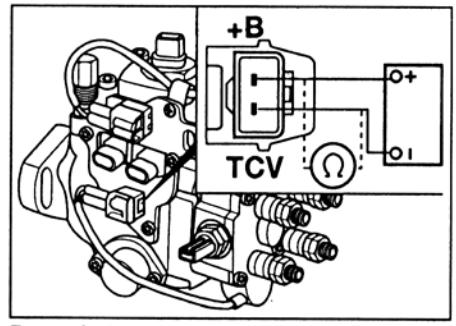

**Рис. 8 Проверка работы электромагнитного клапана**
**Проверка сопротивления - рис. 8**